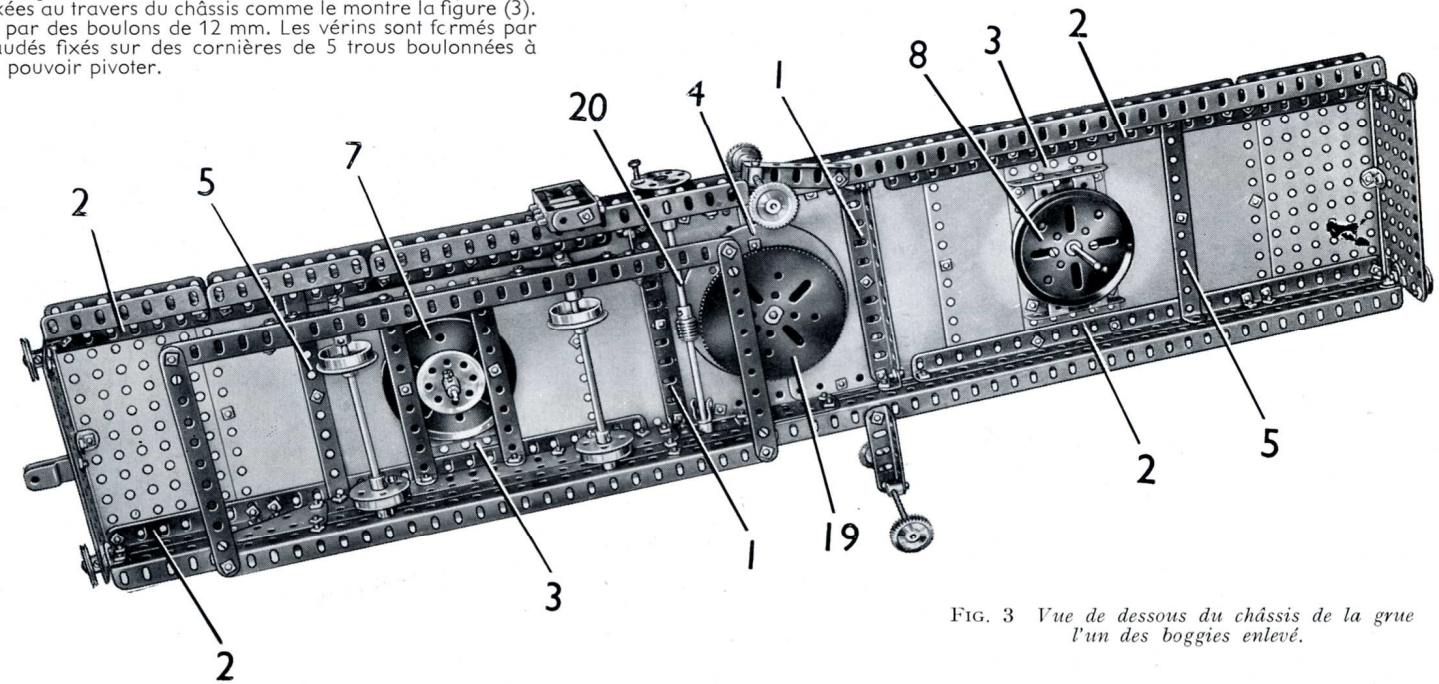

FIG. 3 *Vue de dessous du châssis de la grue l'un des boggies enlevé.*
Le châssis du wagon-grue (Fig. 3)
Une plaque circulaire de 15 cm. est fixée au centre du châssis par quatre boulons de 9,5 mm., mais en est tenue écartée par quatre rondelles placées sur chaque boulon. Une tringle de 9 cm. passe dans les bandes (18) et est fixée dans le moyeu de la roue barillet boulonnée sur la plaque circulaire. La tringle passe au travers de la roue barillet fixée sur le flasque circulaire, et au travers du centre de la plaque circulaire de 15 cm. fixée sur le châssis. Une roue de 133 dents (19) (fig. 3) est fixée sur la tringle, mais est tenue écartée du châssis par 4 disques de 19 mm. et une bague d'arrêt.
La cabine tourne sur le roulement à galets, grâce à une roue barillet fixée sur une tringle de 16,5 cm. (20) (fig. 3). Cette tringle est tenue par une bague d'arrêt et une petite chape d'articulation et elle porte une vis sans fin qui entraîne la roue de 133 dents (19).